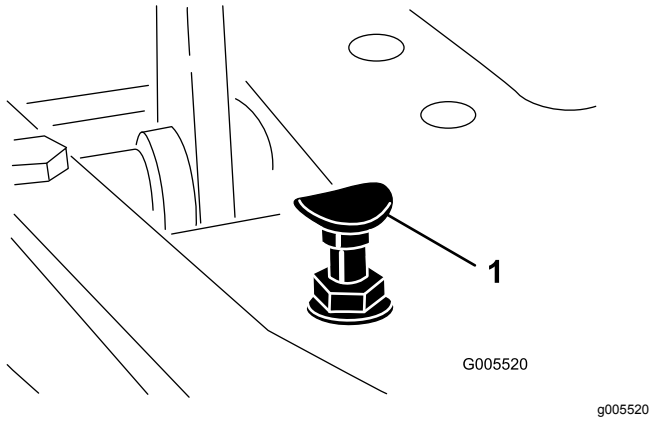

Figur 42
For å oppnå maksimal transporthastighet må du sette styrespaken i TRANSPORT-stilling og trykke inn trekkpedalen. Utfør følgende justeringsprosedyre hvis pedalen kommer i kontakt med stopperen (Figur 42) før du kjenner spenning i kabelen:
1. Sett styrespaken i TRANSPORT-stillingen og løsne på låsemutteren som fester pedalstopperen til gulvplaten (Figur 42).